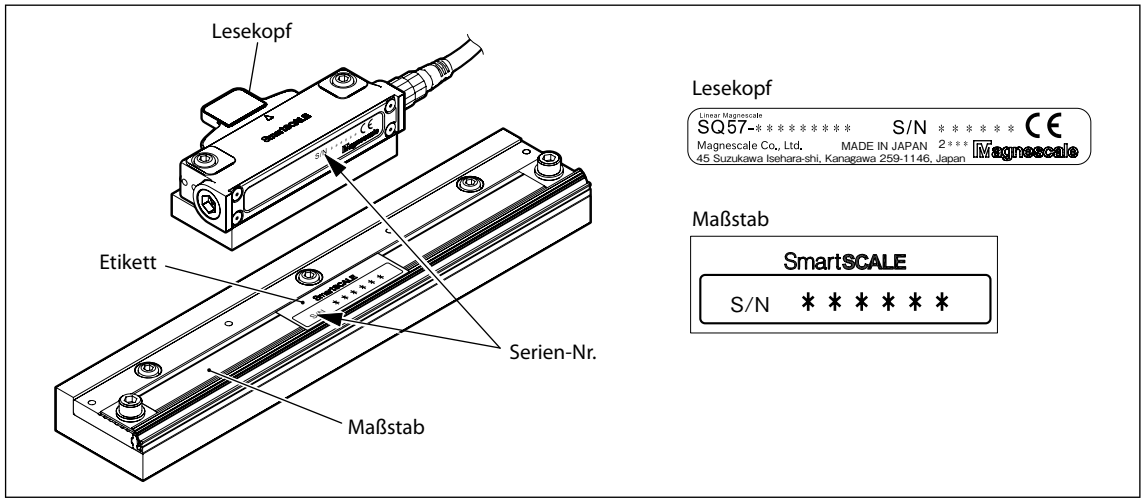

Abb. 3-6
2. Überprüfen Sie das am Maßstab angebrachte Etikett und stellen Sie sicher, dass die Seriennummer mit der des Lesekopfes übereinstimmt. (Siehe Abb. 3-6.)